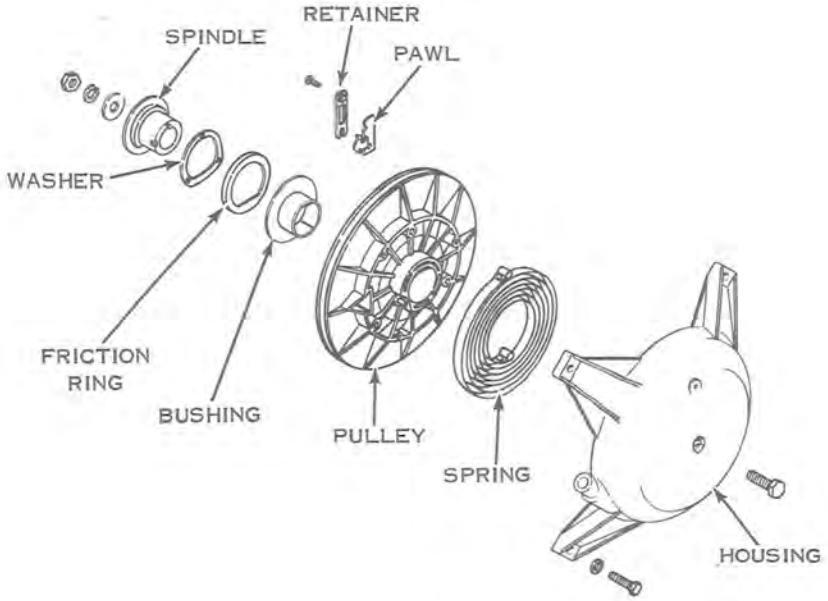

Figure 7-3
d. Remove starter spindle screw, and remove all components of starter pulley spindle assembly (see Figure 7-3).